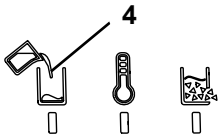

Fig. 12
- ♦ A indicação "Aquecer/Operacional" (5, Fig. 12) está desligada.